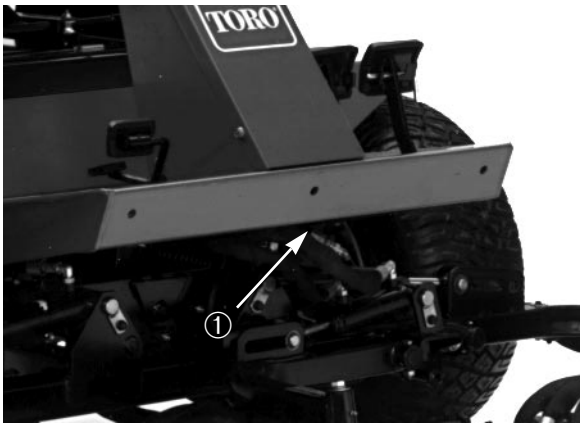

Figur 20
2. Sätt fast lämplig kedja, rem eller kabel mitt på främre ramdelen (figur 20).